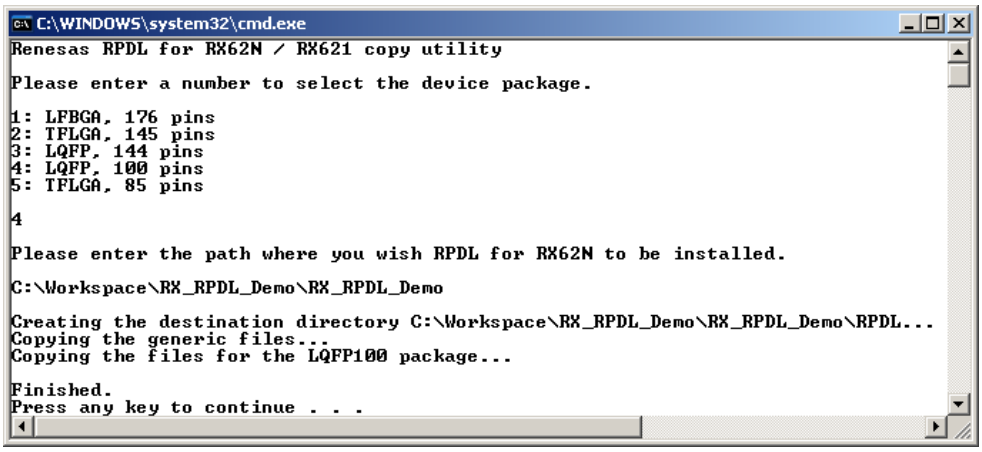

Figure 2-4 : Copying RPDL to your workspace
Step 2.15 When asked for where to install RPDL enter “C:\Workspace\RX_RPDL_Demo\RX_RPDL_Demo” and press “Enter”. The RPDL files will be copied and when done the window should look like Figure 2-4. Press any key to close the command window.